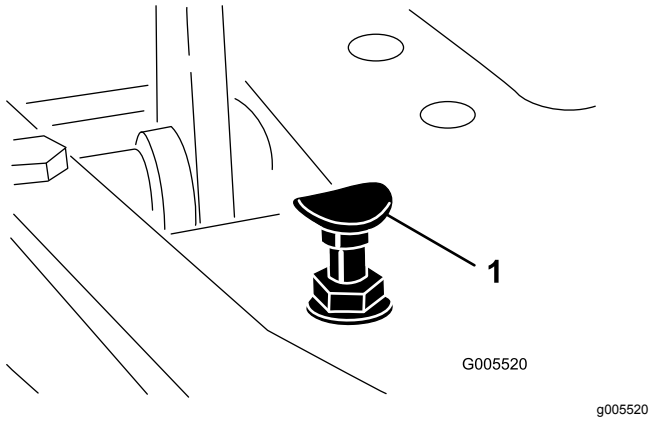

Figuur 53
Om de maximale transportsnelheid te verkrijgen, moet u de schakelhendel in de transportstand zetten en het tractiepedaal intrappen. Als het pedaal contact maakt met de pedaalaanslag (Figuur 53) voordat u spanning op de kabel voelt, is afstelling vereist:
1. Zet de schakelhendel in de transportstand en draai de borgmoer los waarmee de pedaalaanslag is bevestigd aan de vloerplaat (Figuur 53).